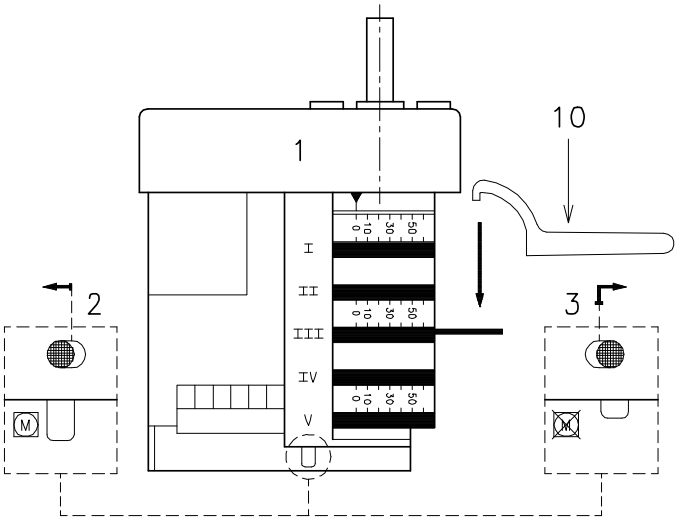

Fig. 28
Pour le réglage éventuel de la came III, surtout pour de légers déplacements, on peut utiliser la clavette 10) (Fig. 28) prévue à cet effet retenue par un aimant sous le servomoteur.
- ➤ Quand le réglage est terminé et que le brûleur est éteint, contrôler manuellement s'il n'y a pas de variations brutales en appuyant sur le bouton 3) (Fig. 28), et en le tournant vers la droite, entre 0 et 130°, après avoir débloqué le servomoteur.
- ➤ Durant le réglage des débits intermédiaires, il est conseillé de régler l'air afin que le roulement qui glisse sur la lame à profil variable de la came se trouve juste à côté d'une des vis 3) (Fig. 28), pour faire en sorte que le réglage effectué sur une vis altère le moins possible les réglages successifs.